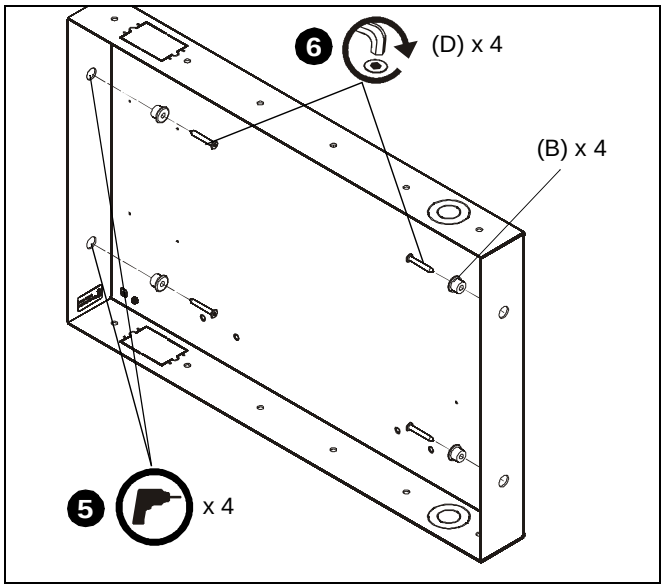

Figure 4
5. Drill four 3/16” diameter pilot holes in studs at side mounting holes. (See Figure 4)
6. Attach the TA500 (A) to side studs using four M7 x 50mm Allen head connector screws (D) and mounting spacers (B) using an M4 Allen head drill bit (F). (See Figure 4)